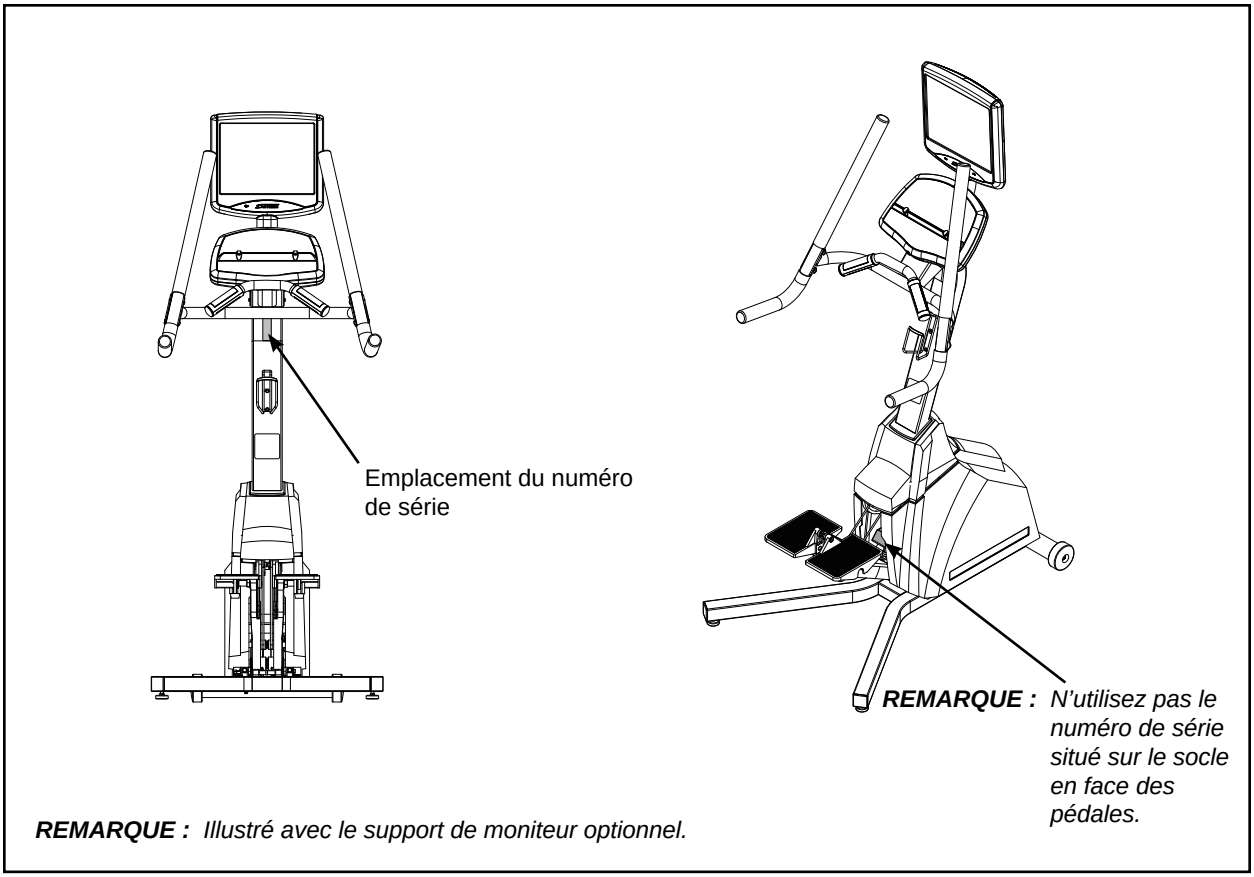

Figure 1
Le numéro de série se trouve à l'arrière du montant droit (voir la figure 1). ***REMARQUE :*** *N'utilisez pas le numéro de série situé sur le socle, en face des pédales.*
3. Fournissez le numéro de modèle et le numéro de série. *Le numéro de série est situé à l'avant de l'appareil, tel qu'illustré à la figure 1.* Le numéro de série commence par une lettre, par exemple : R09-101331100.